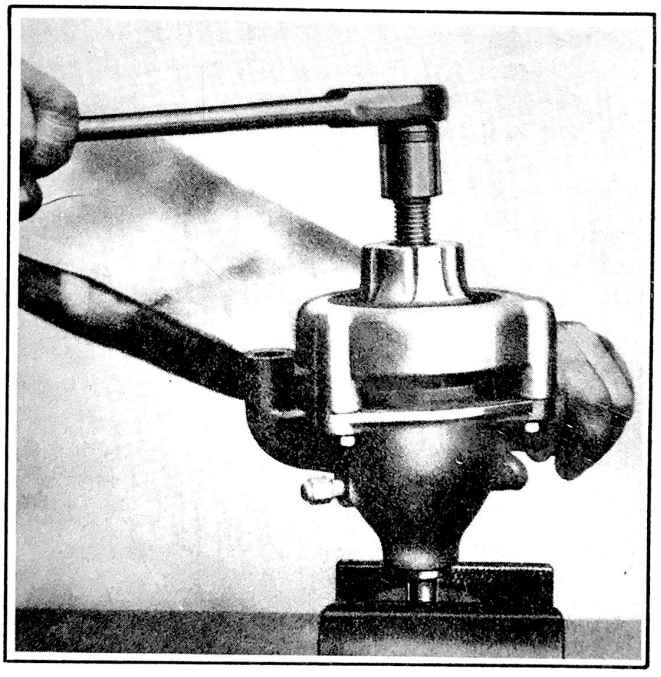

Figure 93
7. After the burr has been removed the thumb screw and cutter are removed and the driver (No.4) is inserted into the thumb screw. Reassemble the thumb screw with its driver into the body (No.1) and turn the driver, thereby pressing the shaft through the impeller as illustrated in Fig. 93.